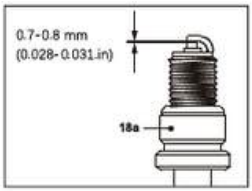

rys. 31
6. Sprawdź przerwę iskrową świecy. Powinna wynosić 0,7–0,8 mm (rys. 31).
8. Podczas montażu świecy zapłonowej (18a) najpierw wkręć ją ręcznie, a następnie lekko dociągnij kluczem do świec (33).